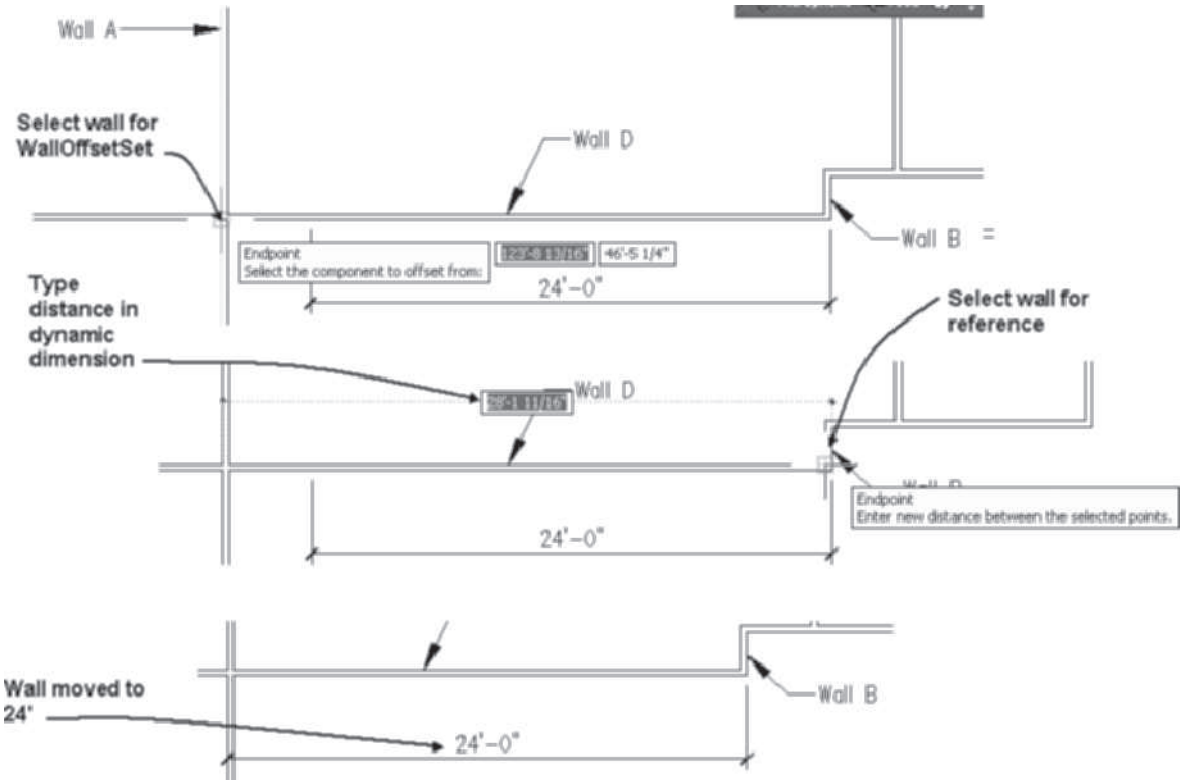

FIGURE 2.46 *Offset component selected for Offset Set From command*
9. Select **Wall A** shown in Figure 2.46 to display the Wall tab. Choose **Set From** from the **Offset** flyout of the **Modify** panel. Respond to the following workspace prompts to move it **24' [7315]** from Wall B.
Select the component to offset from: (Move the cursor to the left face of Wall A and click to select as shown in Figure 2.46.)
Select a point or wall component: (Move the cursor to the right wall face of wall B to display the **Endpoint** object snap; click to select the right face as shown in Figure 2.46.)
Type distance in the dynamic dimension on screen and press ENTER. The wall moves 24' [7315] from Wall B as shown in (Figure 2.46. Press ESC to clear selection.)